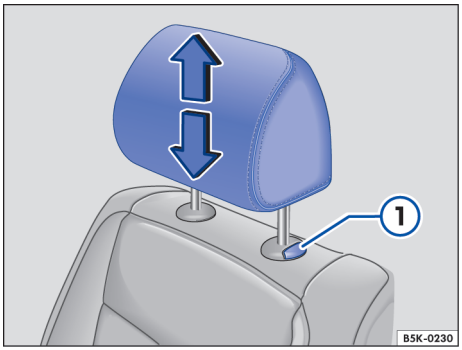
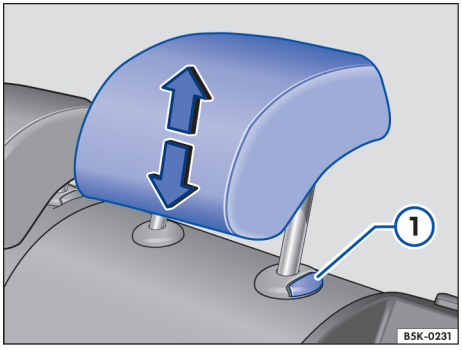

图 55 调整前排座椅头枕
图 56 调整后排座椅头枕
– 沿箭头方向上推或向下压头枕，必要时按住按钮 →图 55 ① 或 →图 56 ① →⚠，在**主题引言**中，见第 56 页。